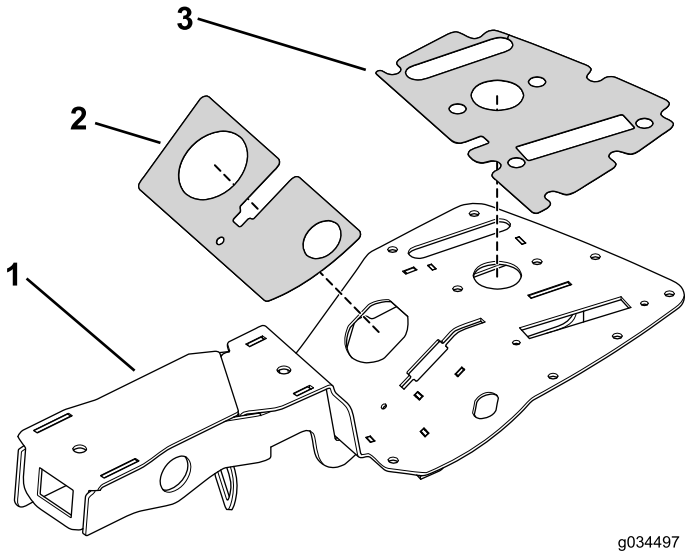

Figura 15
1. Instale las pegatinas superior e inferior en la consola (Figura 15).